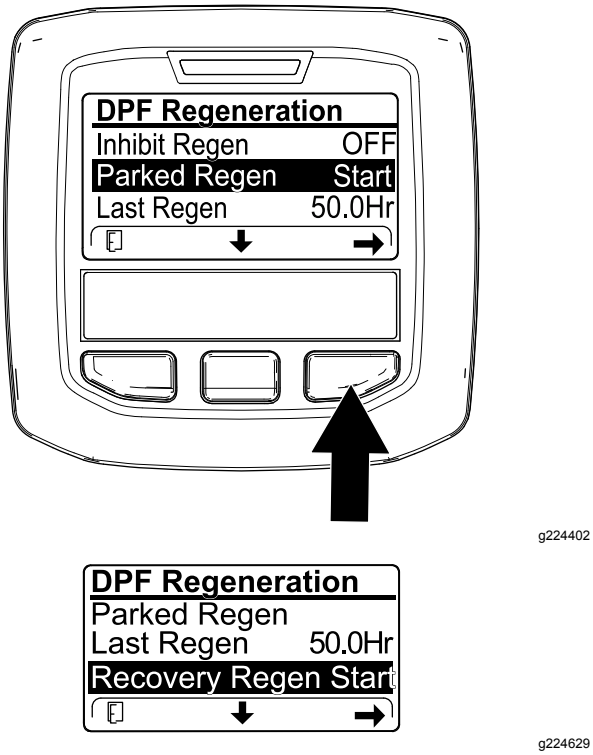

Figuur 54
1. Ga naar het menu DPF Regeneration, druk op de middelste knop om naar de optie PARKED REGEN START of RECOVERY REGEN START te gaan (Figuur 54) en druk op de rechterknop om de regeneratie te beginnen (Figuur 54).